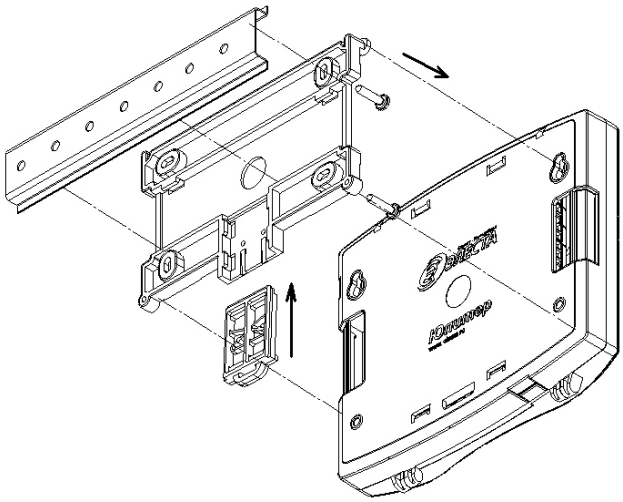

Рисунок 17 – Вариант установки прибора через переходную планку на DIN-рейку (вид с задней крышки прибора)
- прибор крепится на переходную планку, которая устанавливается на DIN-рейку с помощью пластиковой защелки (рисунок 17).